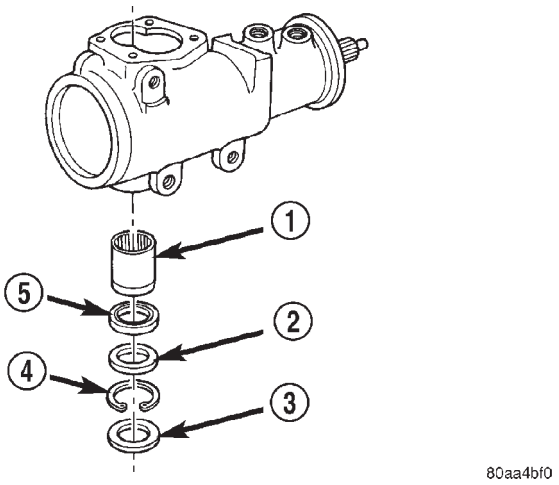

Fig. 20 Pitman Shaft Seals & Bearing
(6) Remove pitman shaft from the side cover.
(7) Remove dust seal from the housing with a seal pick (Fig. 20).